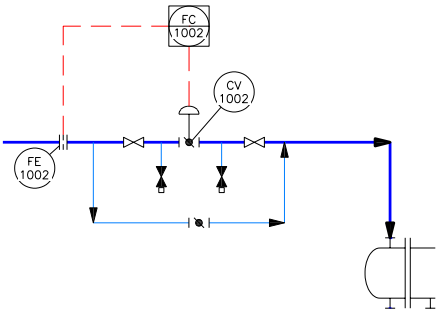

Figure 2-75 *Position of the* ***Primary Accessible DCS***
11. Place the instrument symbol on the electric signal line, as shown in Figure 2-75; the **Assign Tag** dialog box is displayed.